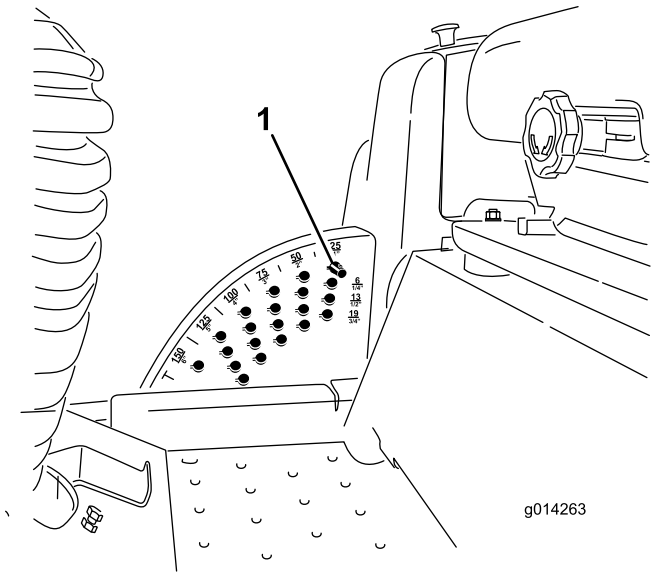

**Figur 16**
**Bemærk:** Plæneklipperskjoldet kan låses fast i den hævede position ved at hæve det til en position, der er højere end 15 cm, udtage stopstiften, der begrænser klippehøjden (se afsnittet Justering af klippehøjden) og placere stiften i den position, der giver en klippehøjde på 15 cm (Figur 16).
1. Mens motoren er i gang, trykkes der bagud på skjoldets løftekontakt, indtil plæneklipperskjoldet er hævet helt. **Slip derefter kontakten straks** (Figur 16).
2. Juster ved at dreje stopstiften, indtil tappen på den er ud for hakkene i hullerne i beslaget til justering af klippehøjden, og afmonter den (Figur 16).
3. Vælg det hul i klippehøjdebeslaget, som svarer til den ønskede klippehøjde, isæt stiften, og drej den nedad for at låse den fast (Figur 16).
**Bemærk:** Der er fire rækker hulpositioner (Figur 16). Den øverste række giver den klippehøjde, der er anført over stiften. Den anden række fra oven giver den højde, der er anført, plus 6 mm. Den tredje række fra oven giver den højde, der er anført, plus 12 mm. Den nederste række giver den højde, der er anført, plus 18 mm. Til højdepositionen på 15,2 cm er der kun ét hul, og det sidder i anden række fra oven. Her lægges der ikke 6 mm til højdepositionen på 15,2 cm.